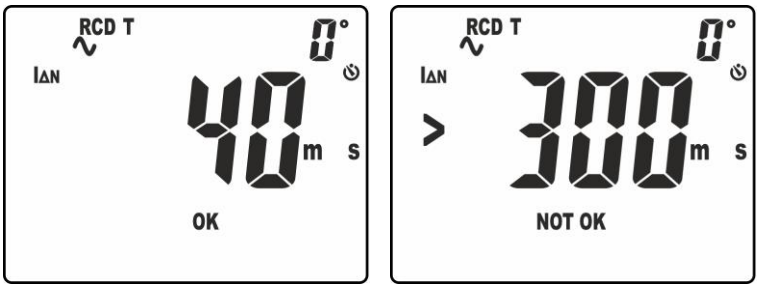

Fig. 35: Temps d'intervention en mode manuel avec IΔn.
10. Le résultat correct de la mesure est affiché à l'écran (voir Fig. 35. à gauche) avec indication «OK».
11. Le résultat incorrect de la mesure est affiché à l'écran (voir Fig. 35. à droite) avec indication «NOT OK». L'instrument émet un bref son continu.